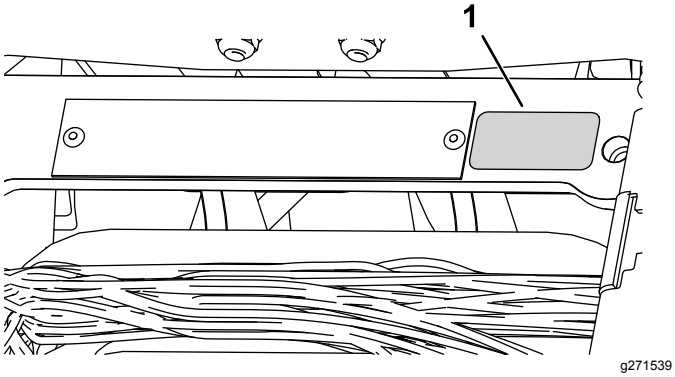

**Figur 12**
- Montera dekalen med uppgift om tillverkningsår nära serienummerplåten (Figur 12).